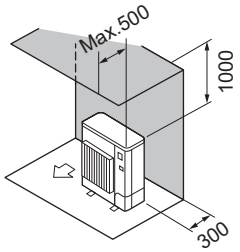

Fig. 2-8
② Solo ostacoli posteriori e superiori (Fig. 2-8)